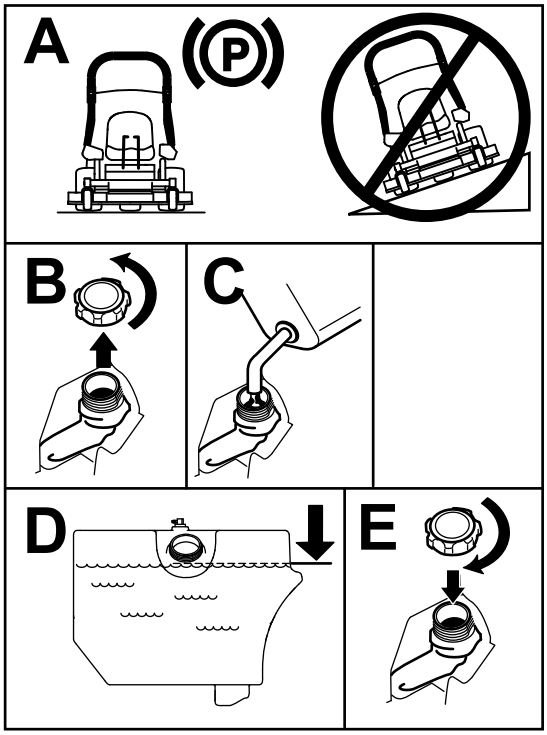

**Figuur 7**
5. Vul de tank tot aan de onderkant van de vulbuis (Figuur 7).